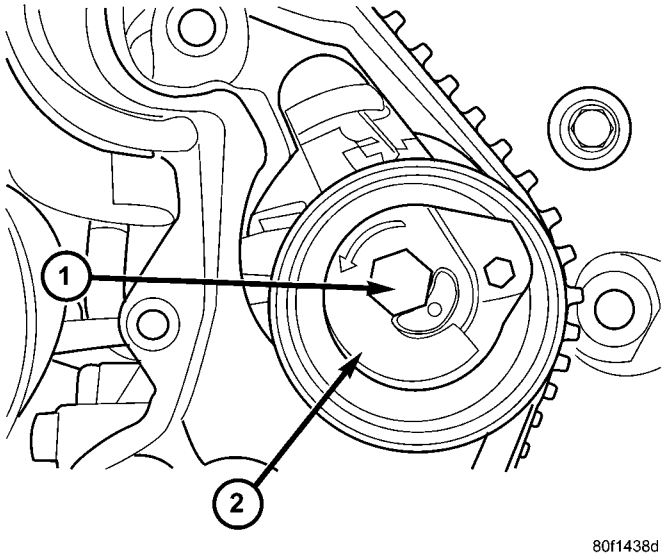

Fig. 121 Timing Belt Tensioner
(15) Loosen timing belt tensioner lock bolt (Fig. 121).
(16) Insert a 6 mm Allen wrench into the hexagon opening located on the top plate of the belt tensioner pulley (Fig. 121). Rotate the top plate **CLOCKWISE** until there is enough slack in timing belt to allow for removal.
(17) Remove timing belt.